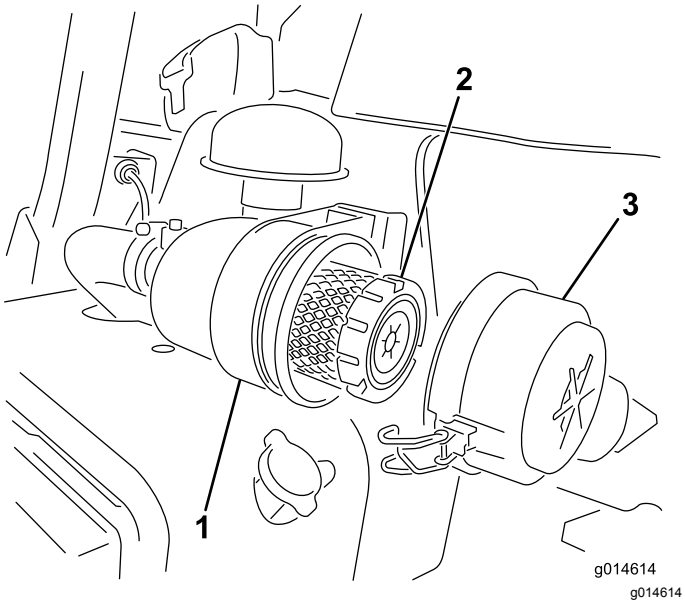

Figur 27
1. Åbn låsene, der fastgør luftfilterdækslet til luftfilterhuset (Figur 27).
7. Fastgør låsene (Figur 27).